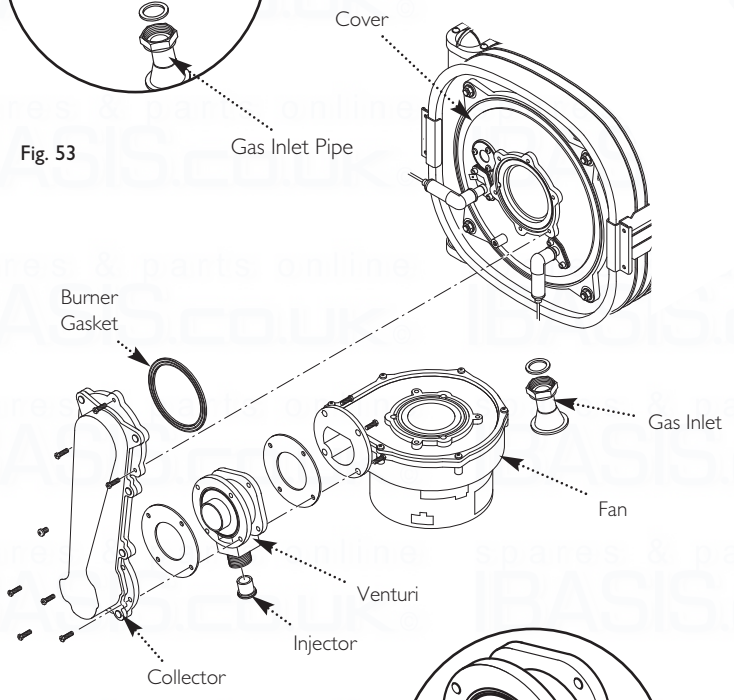

Fig. 54
13.5 Venturi (Fig. 54)
13.6 Injector (Fig. 54)